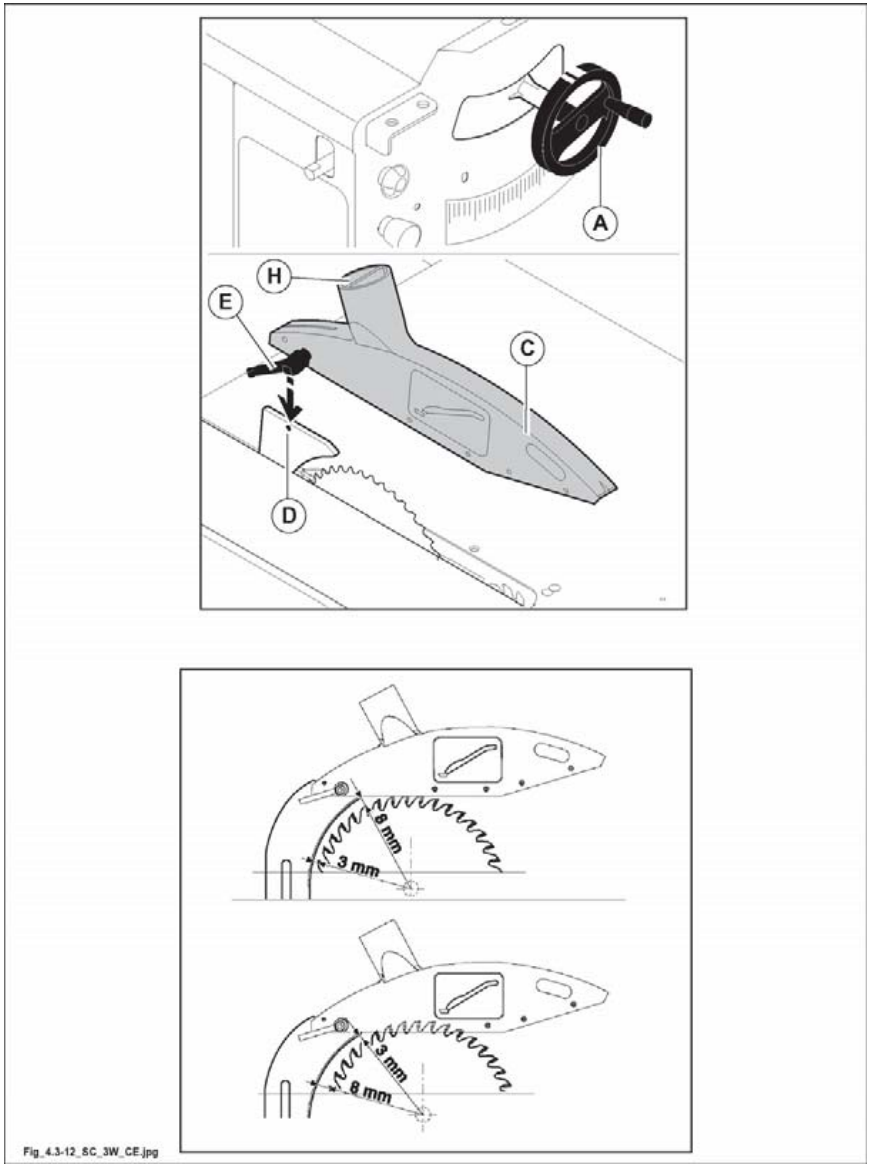

Abb. 4.3-12
- Sägegruppe durch Drehen des Handrads (A Abb. 4.3-12) anheben.
- Schutzvorrichtung (C Abb. 4.3-12) in die Bohrung (D Abb. 4.3-12) einsetzen und Griff (E Abb. 4.3-12) anziehen.
die Stellung des Trennmessers so einstellen (siehe Par. 6.1), dass sein Abstand vom Sägeblatt zwischen 3 und 8 mm beträgt (siehe Beispiel Abb. 4.3-12).
Den Absaugstutzen (H, Abb. 4.3-12) mit Schläuchen mit geeignetem Durchmesser an die Absauganlage anschließen.